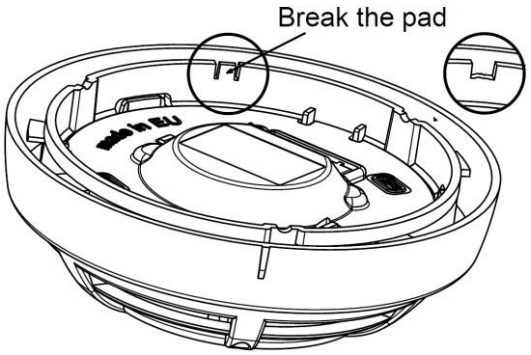

Abb.3
- Brechen Sie den Kunststoff an der angegebenen Stelle auf der Unterseite des Sensors (Abbildung 3).